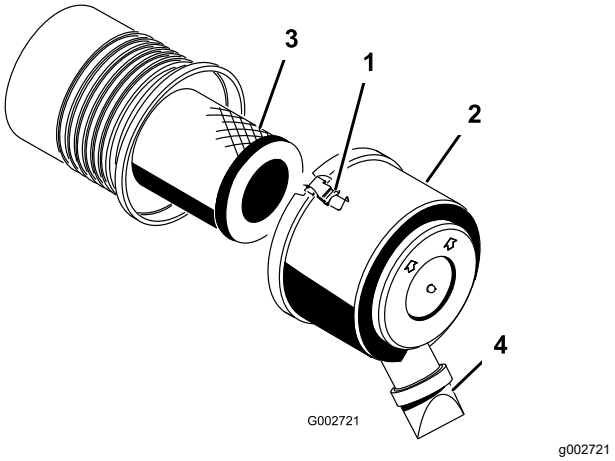

**Figur 27**
1. Åbn låsene, der fastgør luftfilterdækslet til luftfilterhuset (Figur 27).